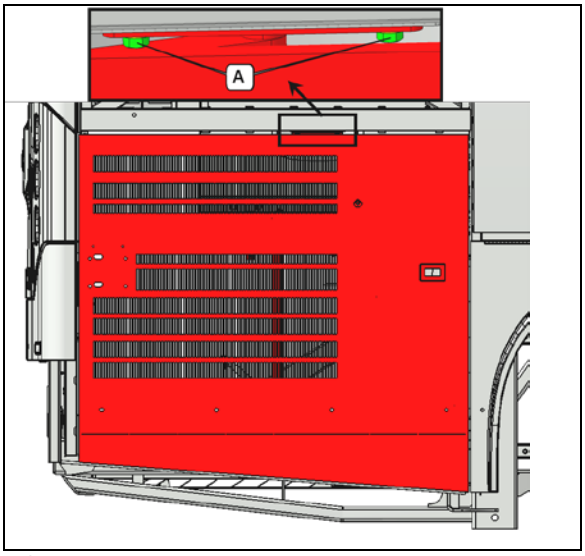

FIGURE 111
2. Make sure bolts A are tight (**FIGURE 111**).